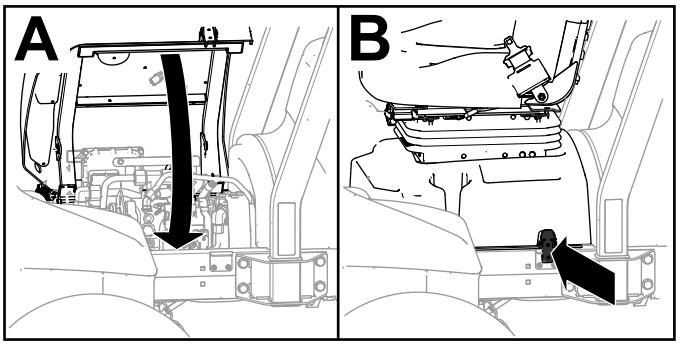

**Figuur 32**
3. Draai de stoel en stoelbasis dicht (A van Figuur 32).
4. Vergrendel de basis (B van Figuur 32).